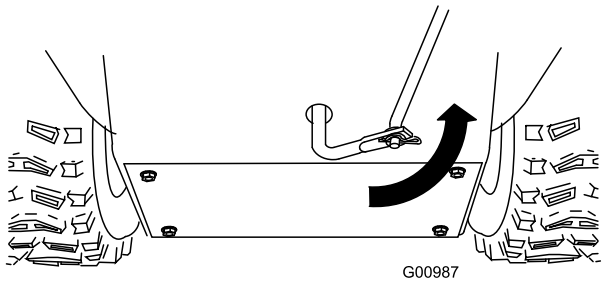

Figur 7
5. Drei den nedre leddarmen mot klokken, helt opp (Figur 7).